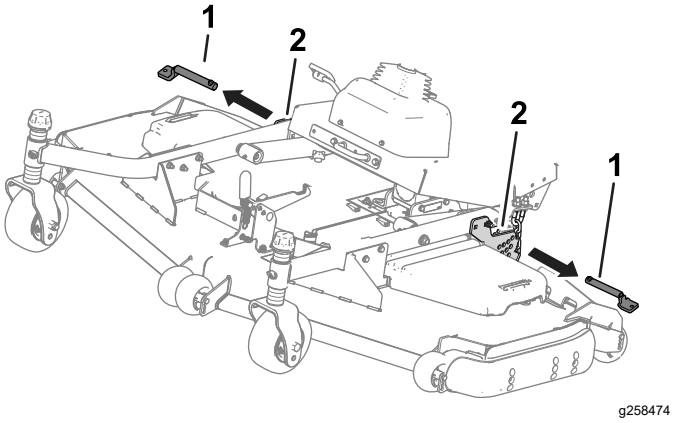

**Figuur 38**
4. Verwijder de pennen uit de maaihoogteplaten (Figuur 38).